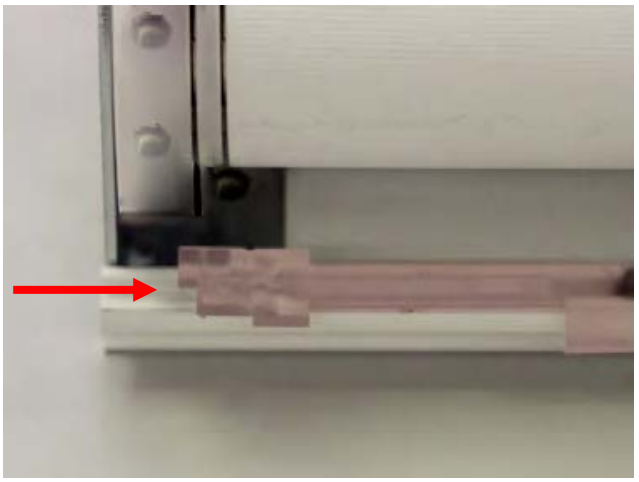

Рис.48
5. Вставить по краям базового профиля *соединитель кассеты М, прозрачный (310358-0000)* **(Рис.48)**